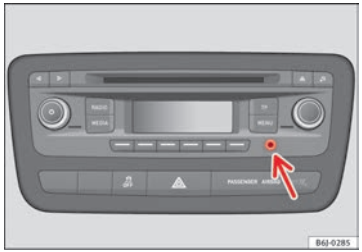

Fig. 92 AUX connection in the centre console (depending on the equipment)
– Insert the plug as far as possible (see radio manual) ⇒ Fig. 92. ■